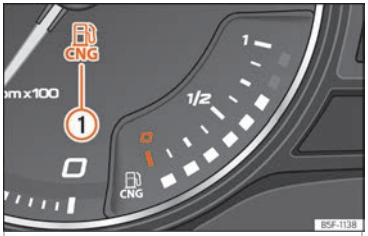

Fig. 133 Analogue instrument panel: natural gas gauge
CNG It lights up green ››› Fig. 133 (1)